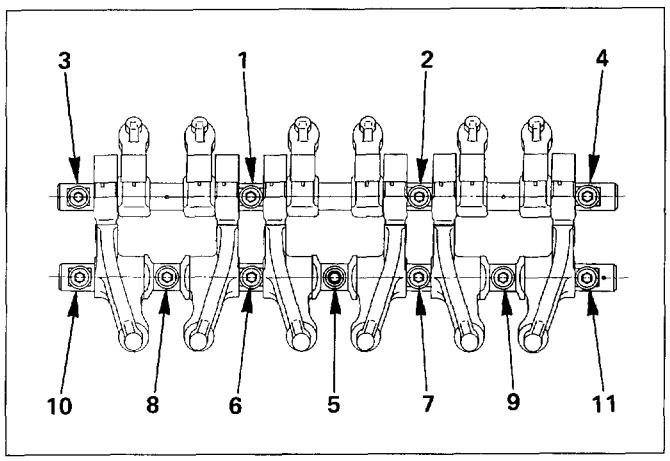

Fig. 6A1-34
- Tighten bolts to the specified torque. For the tightening order, see Fig. 6A1-34.